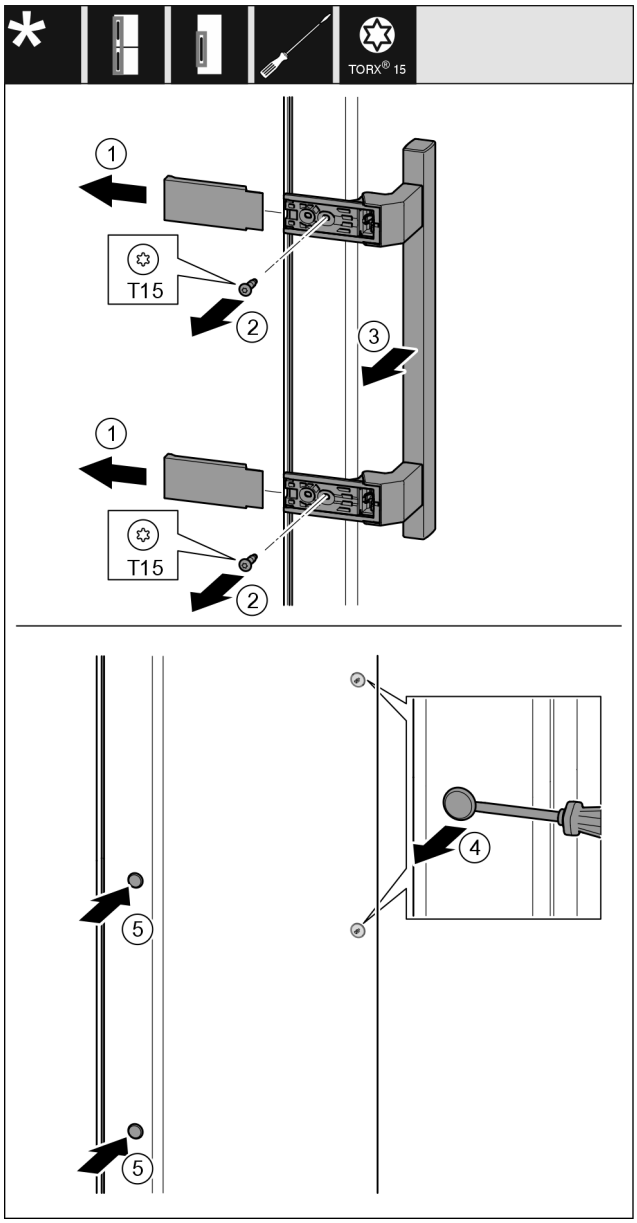

*Fig. 33*
- ▶ Afdekking *Fig. 33 (1)* wegtrekken.
- ▶ Schroeven *Fig. 33 (2)* met een schroevendraaier er uit draaien.
- ▶ Greep *Fig. 33 (3)* wegnemen.
- ▶ Til de zijplug voorzichtig *Fig. 33 (4)* op met een platte schroevendraaier en trek hem er uit.
▶ Plug *Fig. 33 (5)* aan de andere kant er weer insteken.